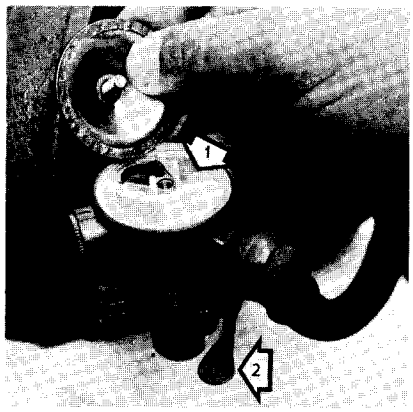

Fig. 21. Matarpump
Tvätta ren matarpumpen utvändigt och demontera locket varvid nätfiltret blir åtkomligt, se fig. 21. Rengör nätfiltret i brännolja samt montera det åter med tapparna uppåt. Kontrollera packningen och drag fast locket. Lufta bränslesystemet (se punkt 10).
2. Pumpa fram bränsle med hjälp av handpumpen (2 fig. 21) tills ca 0,2 liter bränsle har runnit ut. Stäng luftningsskruven. Om pumpverkan är dålig, vrid runt motorn något så att pumpens drivkam ändrar läge.